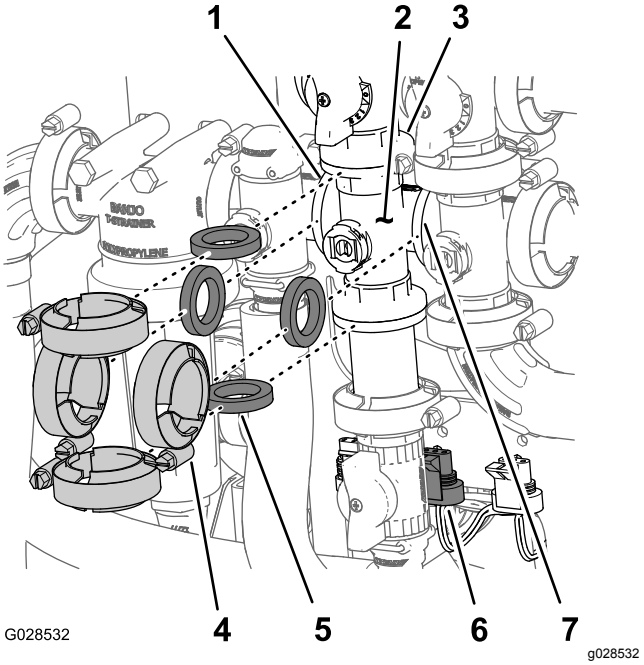

Figur 90
1. Fjern klemmene og pakningene som fester manifoldet for risteventilen (Figur 90) til risteomløpsventilen, mengderegulatorventilen, hovedbomventilen og overgangsstykket (risteregulatorventil).